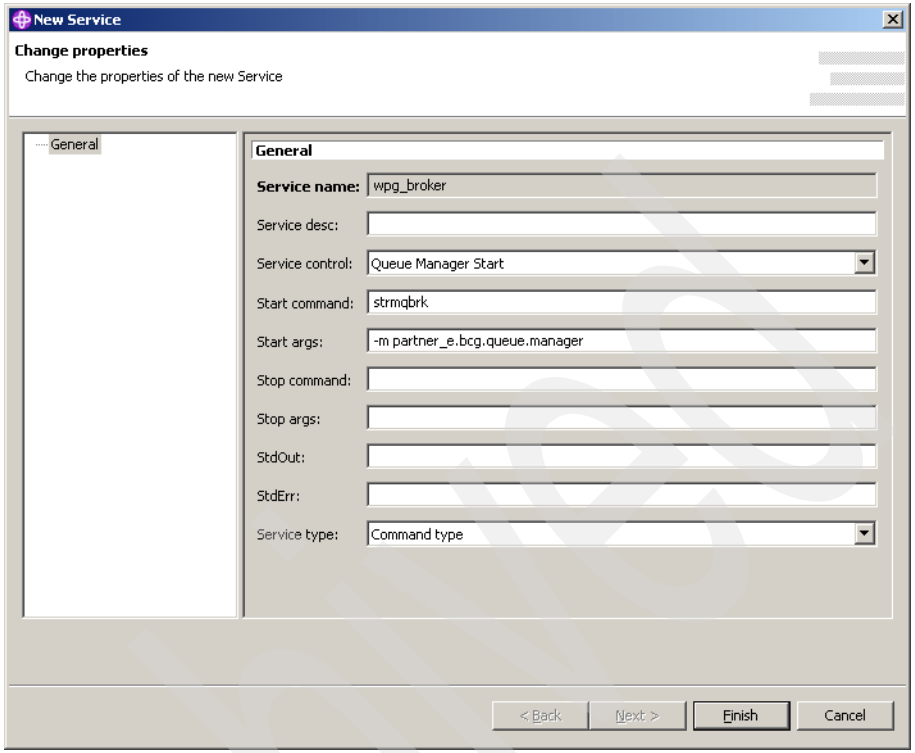

Figure 5-19 Enter service parameters
5. As shown in Figure 5-19 on page 77: